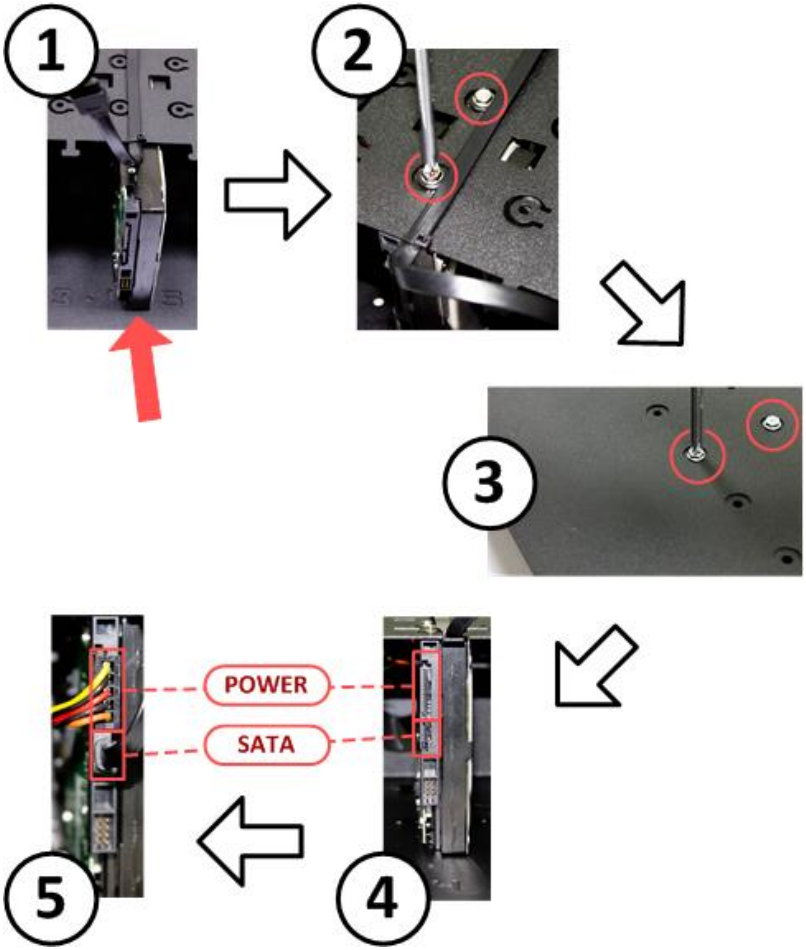

Рисунок 5.Установка и подключение жесткого диска
1. Вставьте жесткий диск в слот, располагая диск разъемами вперед, верхней частью вправо — как показано на рис. 5.